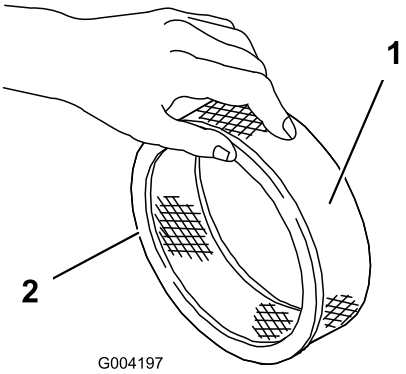

Figuur 46
5. Controleer het filterelement op scheuren, een vettig oppervlak of beschadiging van de rubberen afdichting (Figuur 46).
1. Schuif voorzichtig het schuimfilter van het papierfilter (Figuur 46).